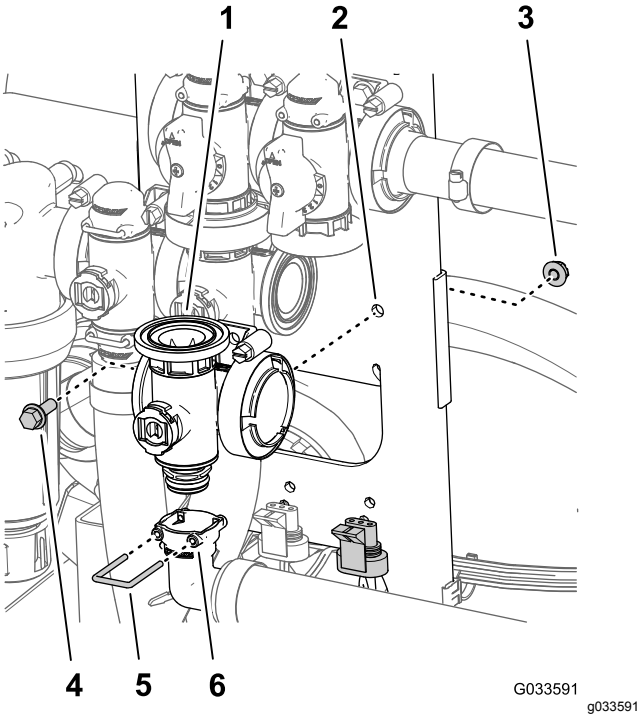

Figuur 127
5. Lijn de houder van de uitgaande fitting van 90° uit op de koppelingfitting onderaan de verdeler voor de hoofdklep van de spuitboom (Figuur 127).
6. Bevestig de koppeling van de uitgaande fitting door een borgclip in de houder van de uitgaande fitting te steken (Figuur 127).